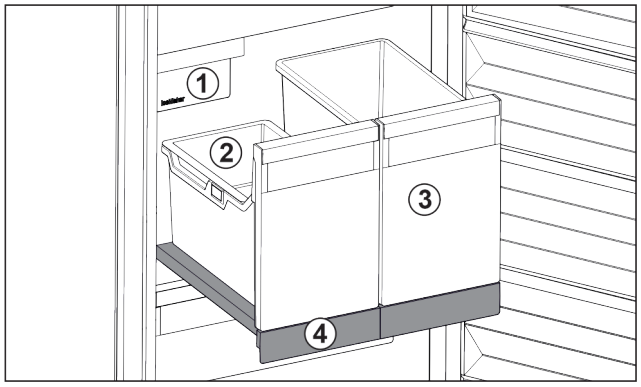

Fig. 17 Выдвижная панель с IceTower
(1) IceMaker
(2) Подвесной лоток для кубиков льда
(3) Контейнеры для пиццы, алкогольных напитков
(4) Выдвижная панель
На выдвижной панели находятся два высоких контейнера (IceTower). В контейнере *Fig. 17 (2)* собираются и хранятся кубики льда из IceMaker. Контейнер *Fig. 17 (3)* подходит для хранения высоких продуктов, таких, как пицца или алкогольные напитки.